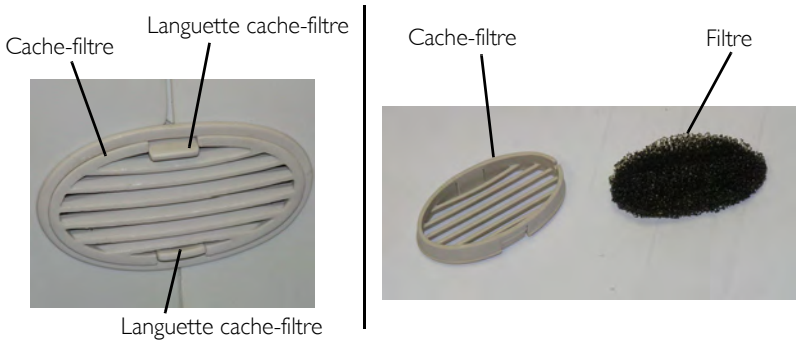

**FIGURE 7.1** Filtre d'entrée d'air
*REMARQUE : Pour cette procédure, veuillez vous référer à FIGURE 7.1.*